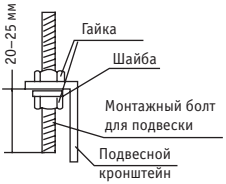
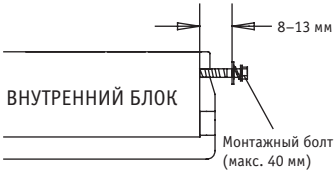

Рис. 49-10
Рис. 49-11
2. Установите подвесной кронштейн на монтажном болте для подвески (см. рис. 49-10). Верните монтажные болты в корпус блока (см. рис.49-11).